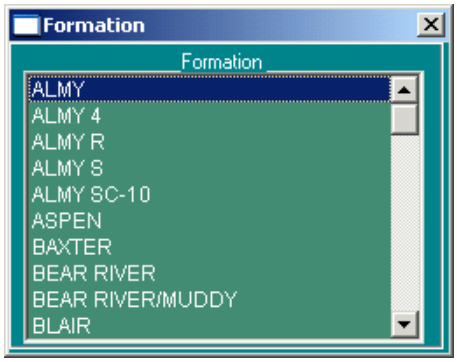

Figure 3-11: Formation Picklist
2. Click the **Add New** to add a new formation to the agreement. This launches the **Formation** picklist (Figure 3-11). Highlight the correct formation name. Non-Indian AFMSS returns to the *Non-Indian AFMSS Agreement Formation Maintenance (GLB.71)* window.